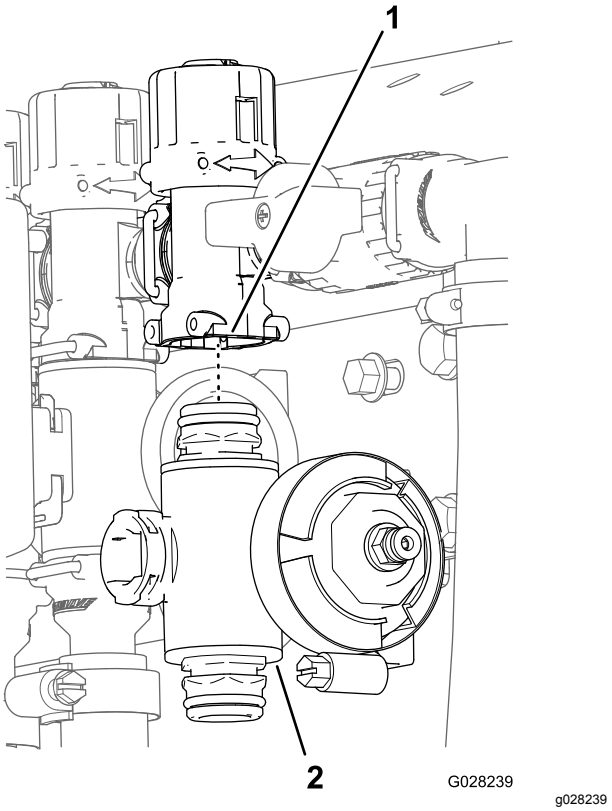

Figur 70
3. For venstre eller høyre seksjonsventiler: Fjern flenshodeboltene og flenslåsemutterne som sikrer seksjonsventilen(e) til ventilfestet og fjern ventilmanifolden(e) fra maskinen. For den midtre seksjonsventilen: Fjern seksjonsventilmanifolden fra maskinen (Figur 70).